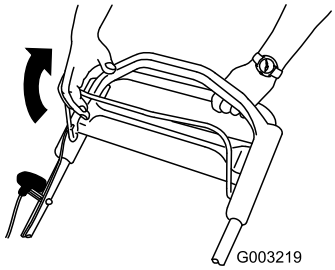

Figura 13
1. Tire de la barra de control de la cuchilla hasta el manillar (Figura 13).